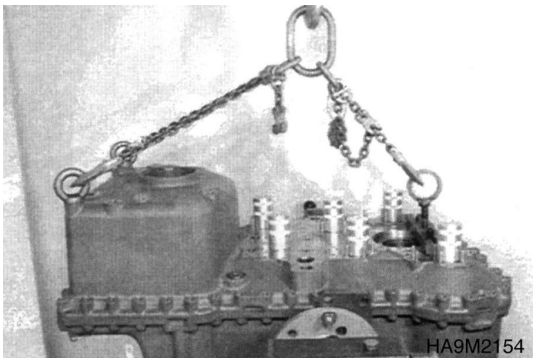

Figure 260
13. Position preassembled housing cover using lifting device carefully on the gearbox housing until contact is obtained (Figure 260).